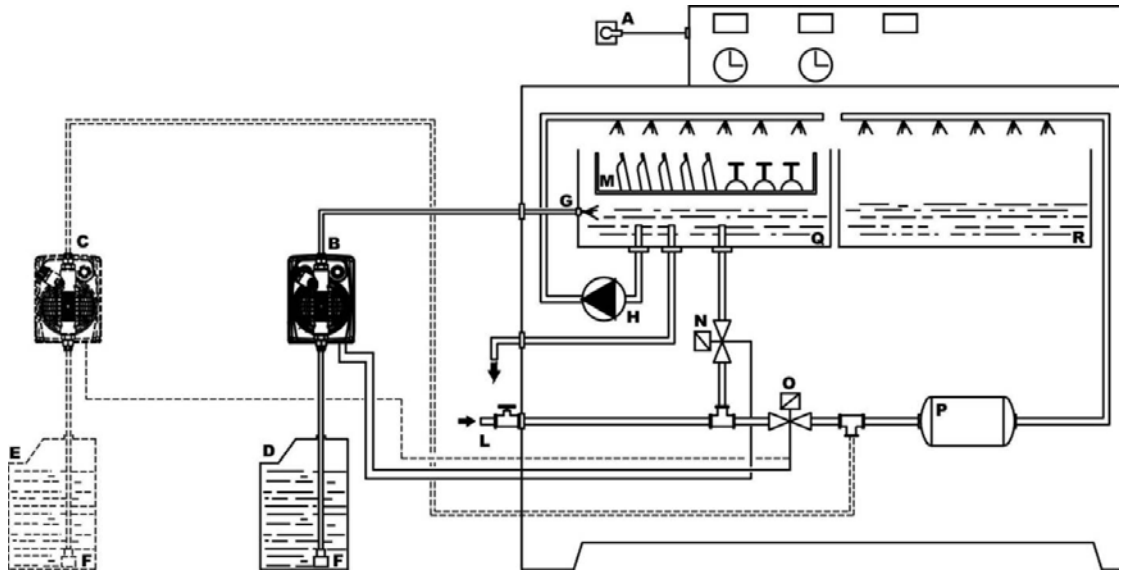

Рис. 13
5.4. ТИПОВАЯ СХЕМА УСТАНОВКИ дозирующего насоса с моющим реагентом в посудомоечную машину туннельного типа с двумя соленоидными клапанами (рис. 13)